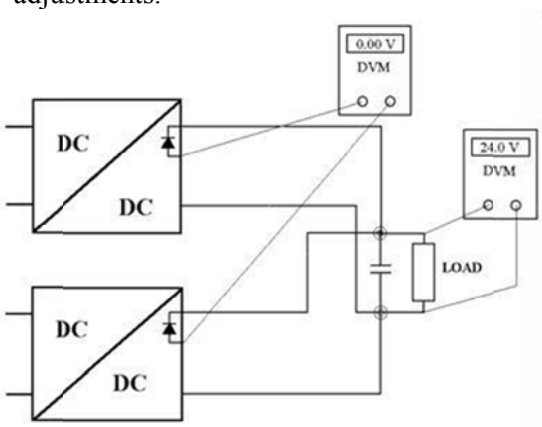

Figure 6. *Adjusting output voltage measure at +Test or pin 8 on the H15 connector.*
i. Decrease the output voltage by turning the potentiometer marked "V.ADJ" counter clockwise on the unit with the highest output voltage until you reach the desired voltage at the load or until the output voltage does not decrease anymore (as the other units supply all current). To find the unit with the highest output voltage, measure the voltage difference before the series diode, as in *Figure 6.*